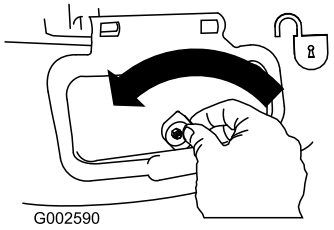

Figure 19
1. Unlock the side discharge door (Figure 19).